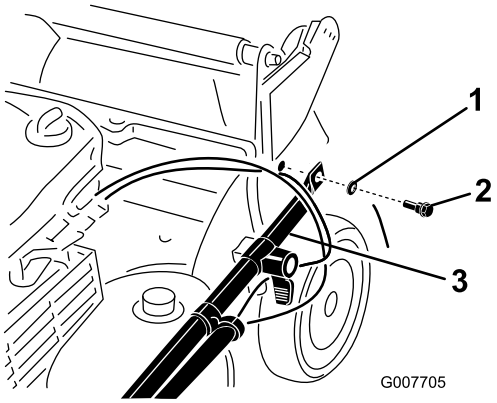

Figur 3
2. Montera handtagsändarna på klipparhuset med de båda brickorna och handtagsbultarna (Figur 3), **men dra inte åt bultarna.**
Viktigt: **Dra kablarna på *utsidan* av handtaget (Figur 3).**